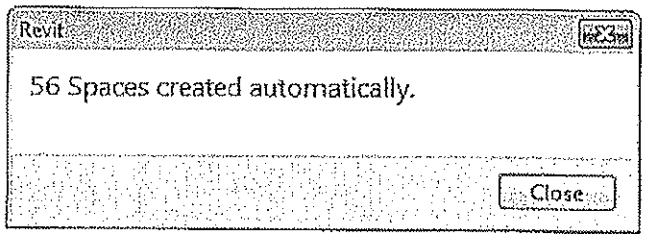

Figure 6–13
3. An alert box opens prompting you about the number of spaces created as shown in Figure 6–13. Click Close.